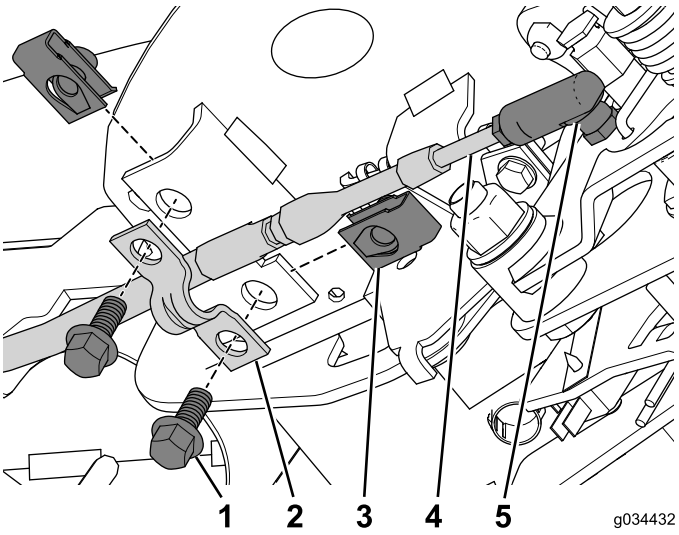

Figure 25
3. Connect the neutral-lock cable to the cable connector (Figure 25).
4. Install the retainer nut onto the console assembly (Figure 25).
5. Use the 2 bolts (1/4 x 5/8 inch) to secure the cable with the cable clamp to the console assembly (Figure 25).